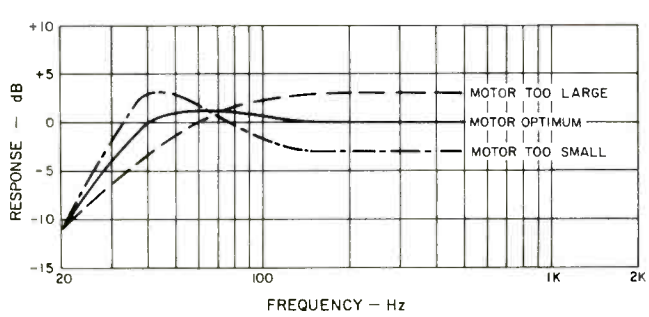
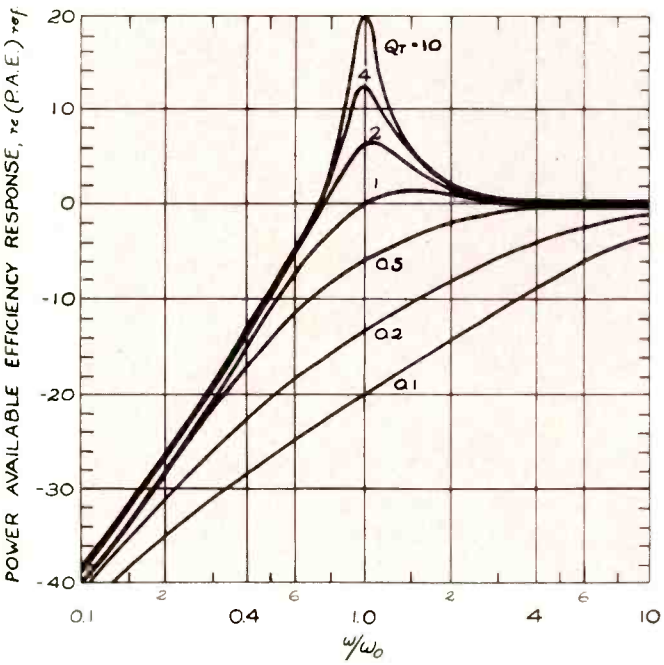

Fig. 2—Response for different values of motor strength in the region of fundamental resonance with conventional design.
Fig. 3—Frequency response in the region of fundamental resonance for different values of Q_T.
Now let's look at the performance of a loudspeaker system in which the sealed volume, cone area, and mass are kept constant and plot the results of changing motor strength. In Fig. 2, as shown by Eq. 6, in the 70 to 500 Hz range if Bl is increased output will increase, if it is decreased output will decrease. However, around resonance the reverse happens. As shown by eq. 9, increasing Bl decreases output and decreasing Bl increases output at resonance. The results shown in Fig. 2 are very similar to what would be obtained by denormalizing the standard Qt curves of .5 and 2 in Fig. 3 (6). The curves of Fig. 3 are generally referred to in discussing bass response. However, it must be noted that they have all been normalized with respect to actual flat band efficiency of each; i.e., the O dB point on the vertical axis is redefined for each speaker, regardless of actual efficiency. This normalization process does however, have a disadvantage, in that when adjusting the Bl product, it does not clearly show that a highly damped speaker will be more efficient above resonance than a less damped unit which peaks at resonance.
From Fig. 2 it can be seen that for a given speaker system, and where flat response is desired, the motor must be of